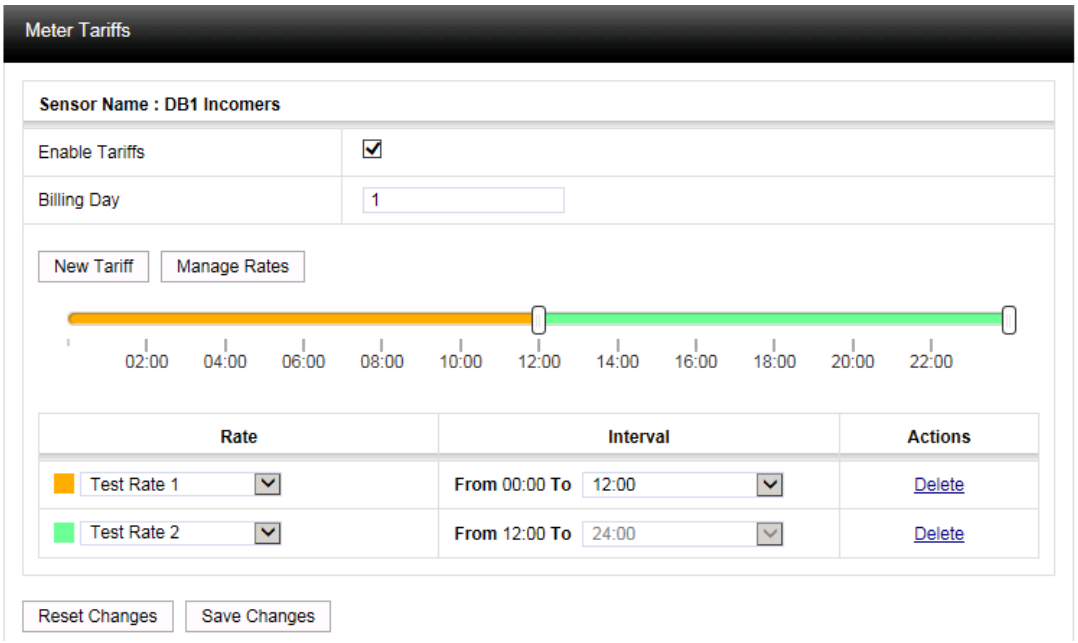

Figure 78
➢ The new Tariff is displayed in the **Meter Tariffs** window. See Figure 78 below:
2. As with the first Tariff, select a Rate for it from its **Rate** drop down list. See Figure 78 above.